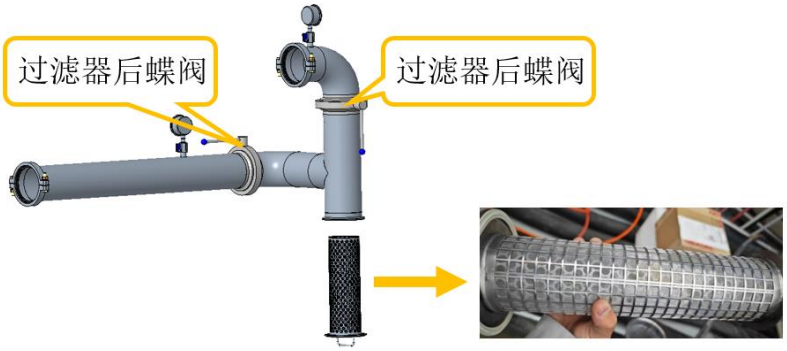

图 9.2 管道过滤器拆除清洗示意图
d) 将过滤器内部的过滤网取出清洗（或更换），参考图 9.2；